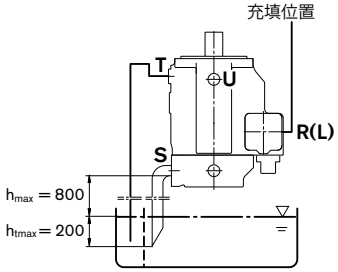

図 2
b) 最小液面レベルが、マウンティングフランジ部より下の場合: ポート R/L、T、と S も、図 2 に示されたように配管する必要があります。1.2 項に示された条件も順守してください。